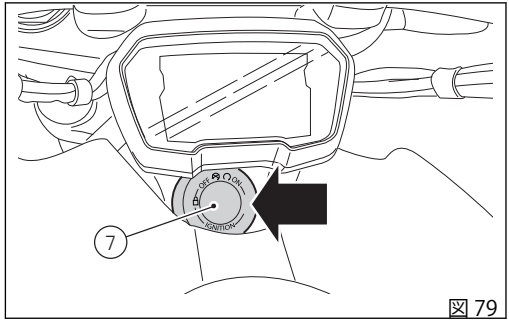
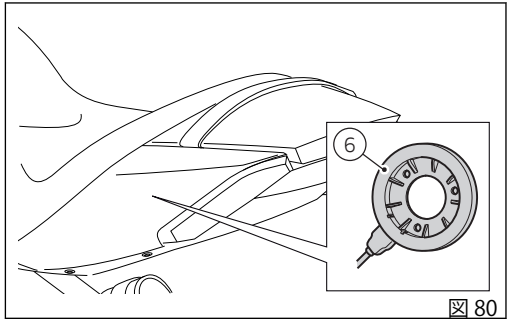

図 79
図 80
(図 79) は Hands Free ブロック (7) の位置を示し、(図 80) はアンテナ (6) の位置を示します。